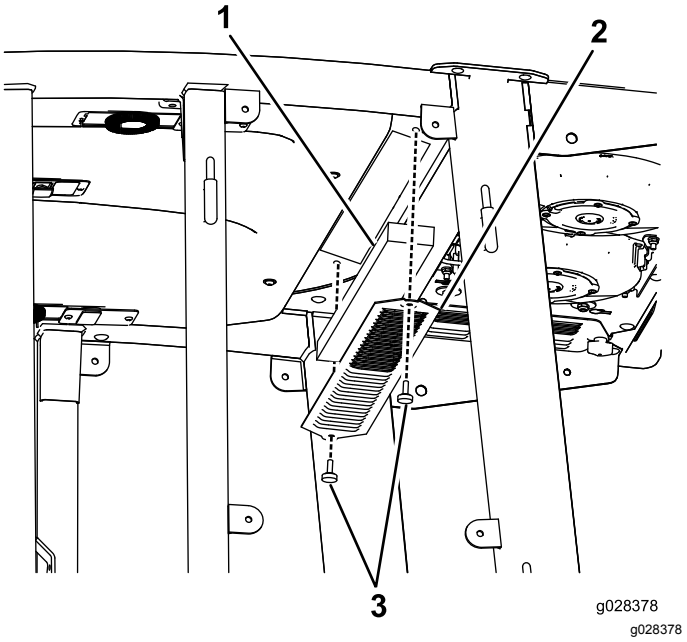

**Figur 112**
1. Afmonter skruerne og ristene fra luftfiltrene inden i førerhuset og bag førerhuset (Figur 112).